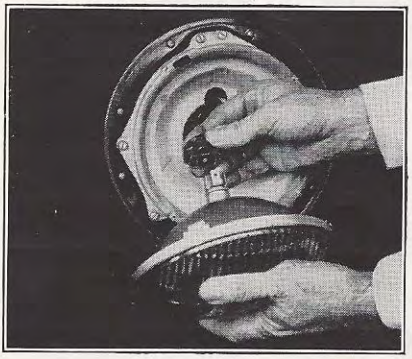

Figure 53
4. Remove the reflector plug from the reflector unit as in Fig. 53.